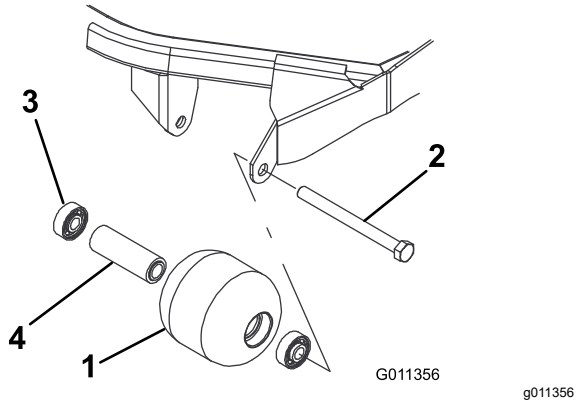

**Figuur 126**
1. Verwijder de montagebout van de rol (Figuur 126).
4. Controleer de rolbehuizing, de lagers en het afstandsstuk van het lager op schade (Figuur 126). Vervang beschadigde onderdelen en zet de constructie weer in elkaar.
1. Druk het eerste lager in de rolbehuizing (Figuur 126). Druk alleen op het buitenste loopvlak of druk evenwijdig op het binnen- en buitenloopvlak.
2. Plaats het afstandsstuk (Figuur 126).
3. Druk het tweede lager in de rolbehuizing (Figuur 126). Druk evenwijdig op het binnen- en buitenloopvlak totdat het binnenloopvlak het afstandsstuk raakt.